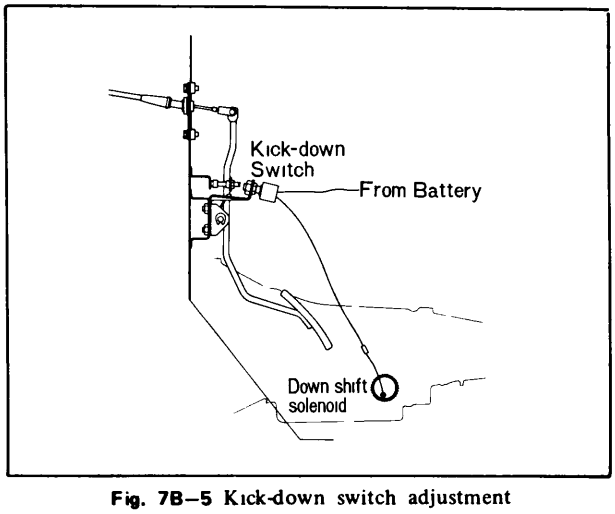

Fig. 7B–5 Kick-down switch adjustment
2. Loosen the kick-down switch attaching nut and adjust the switch to engage when the accelerator pedal is at 7/8 of full pedal travel or more. The down shift solenoid will click when the switch engages (Fig. 7B–5).